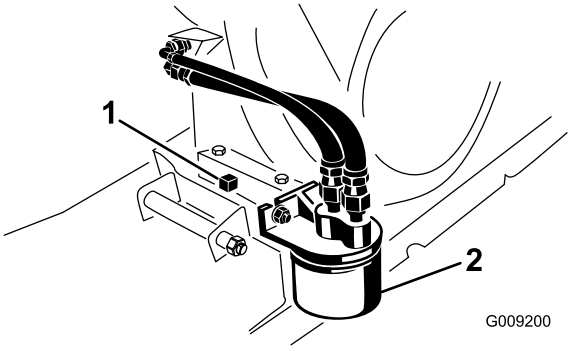

Figuur 29
5. Verwijder de aftapplug (Figuur 29) en laat de olie in een opvangbak lopen. Als er geen olie meer naar buiten stroomt, plaatst u de aftapplug terug.
2. Verwijder het oliefilter (Figuur 29).